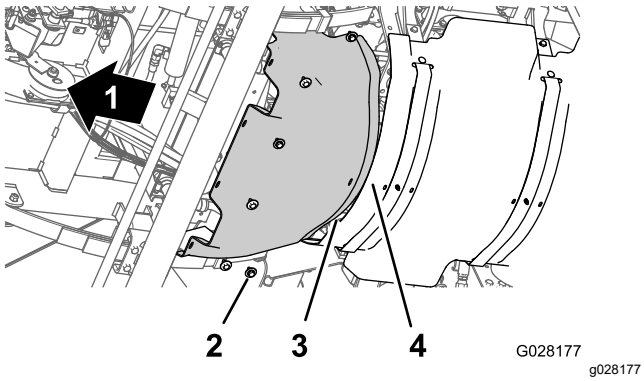

**Figur 61**
1. Rikta in den främre värmesköldens bakre fläns över den bakre värmesköldens främre fläns (Figur 61).
2. Rikta in hålen i den främre värmeskölden med de gängade hålen i chassit (Figur 61).
3. Fäst den främre värmeskölden på maskinen med de sex sexkantsskruvarna och sex brickorna (Figur 61) som du tog bort i steg 3 av Ta bort den främre värmeskölden (sida 51).